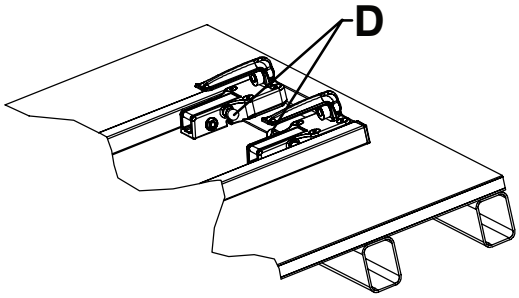

Figura 11 – Orientação apropriada dos ganchos da extremidade do lado da cabeça — Vista 4C
- Os botões de libertação vermelhos têm de ser orientados em direção ao centro do sistema de fixação (Figura 11).